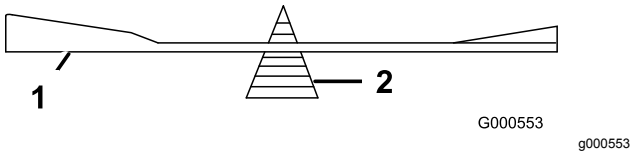

Bild 91
2. Prüfen Sie die Auswuchtung des Schnittmessers auf einer Ausgleichsmaschine (Bild 91).
Hinweis: Feilen Sie, wenn das Schnittmesser nicht ausgewuchtet ist, vom Flügelbereich des Messers etwas Metall ab (Bild 91).